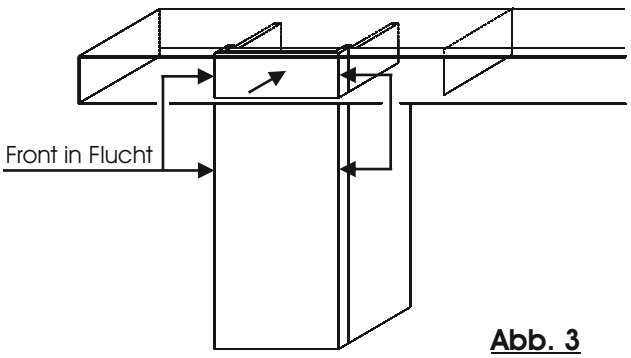

Abb. 3
4. Bevor Sie das Element fest an die hintere Aufkantung drücken, überprüfen Sie, ob die Front von Zwischenelement und dem unteren Korpus in einer Flucht verläuft. Drücken Sie anschließend das Element fest an die hintere Aufkantung der TV Brücke. (Abb. 3)